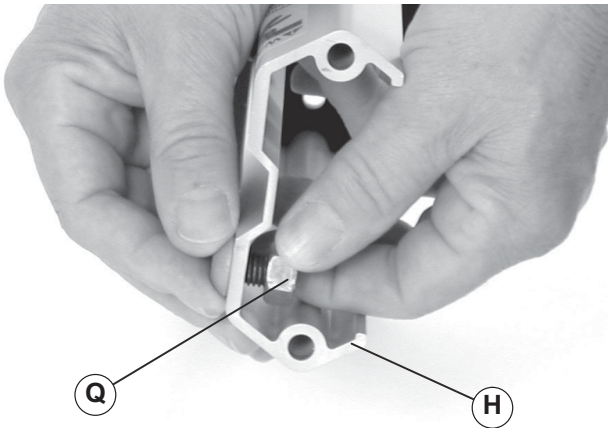

Figure 12
1. Loosen (2) hex nuts (Figure 12, item Q) located on boot assembly (H).